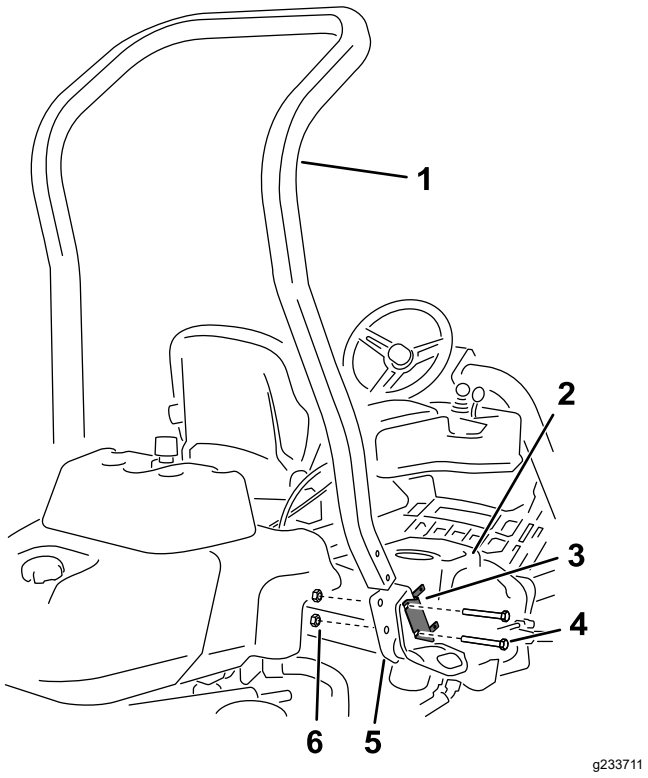

Figura 3
4. Rimuovete i 2 bulloni che fissano la staffa del portafusibili alla staffa del ROPS, come illustrato nella Figura 3.